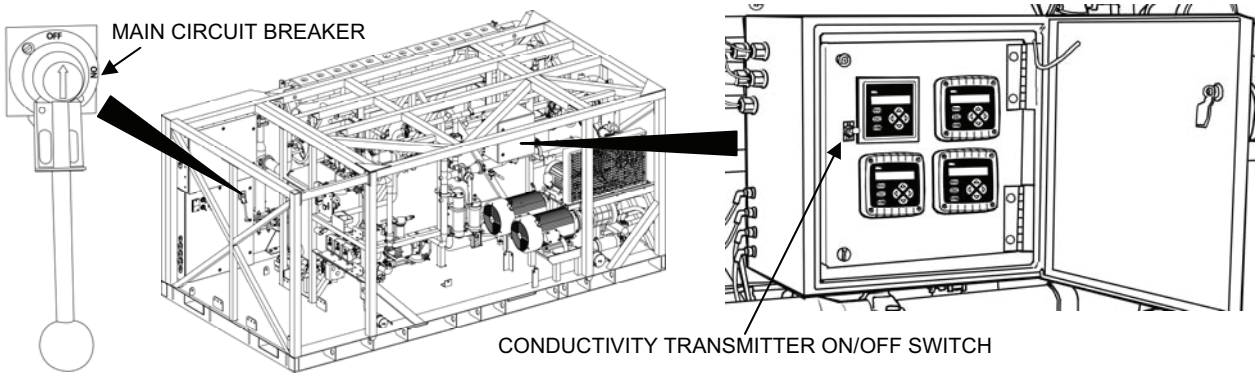

Figure 3. Main Circuit Breaker OFF.
4. Set the Main Circuit Breaker (lever on the front of the Power Distribution Panel) to OFF (Figure 3).
6. Open the instrument/solenoid panel. Ensure the conductivity transmitter ON/OFF switch is at the ON position (Figure 3).